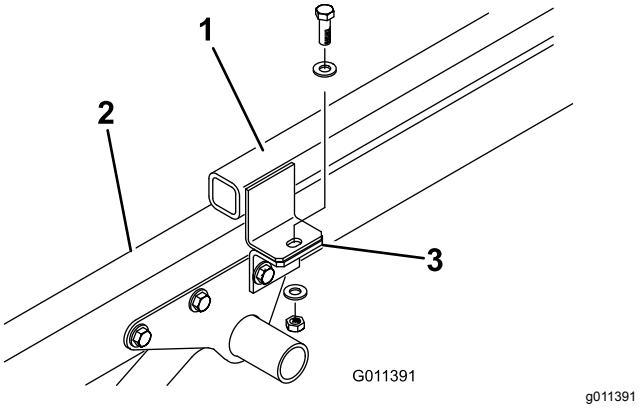

Figuur 6
3. Verwijder de inbusbout, 2 platte ringen en borgmoer waarmee de werktuigbeugels aan de lippen van het trekhaakframe zijn bevestigd (Figuur 6).